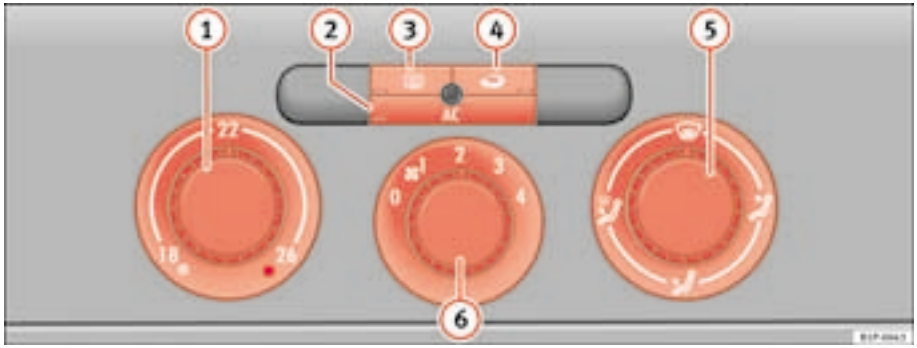

Fig. 106 On the dash panel: Climatic controls
– Turn the temperature selector ⇒ fig. 106 (1) clockwise to select the required temperature.